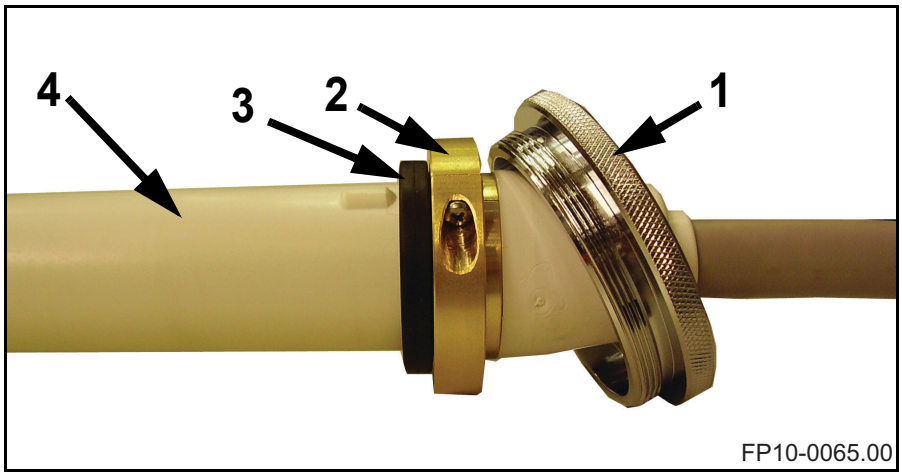

Figure 2-29. HT Cable Preparation
1. Remove the high-tension (HT) cables from their box. Before connecting the HT cables to the generator and X-ray tube, make sure they are routed so that enough slack is provided where needed.
4. Slide the threaded ring (1 in Figure 2-29) onto the end of each cable.
5. Install the clamp (2) on the cable end as shown.
6. Slide the O-ring (3) on the cable end as shown below.
7. Thoroughly coat the entire cable end (4) with anti-moisture silicone paste included in the cable box.